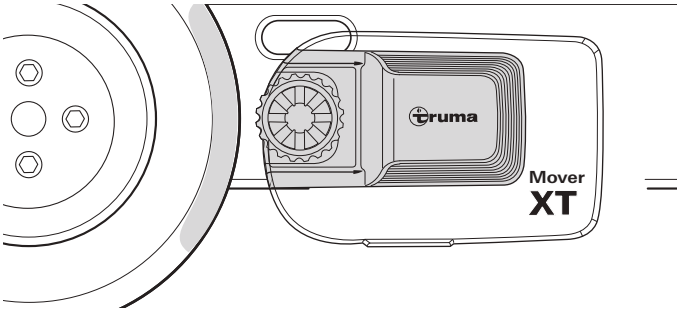

Abb. 30
- In der abgeschwenkten Position haben die Antriebsrollen auf beiden Seiten einen Abstand von ca. 20 mm vom Reifen (Abb. 30). Überprüfung des richtigen Abstandes zwischen Reifen und Antriebsrolle siehe Kapitel 6.1
- Die Statusanzeige zeigt keine Ziffer mehr an (Abb. 30).